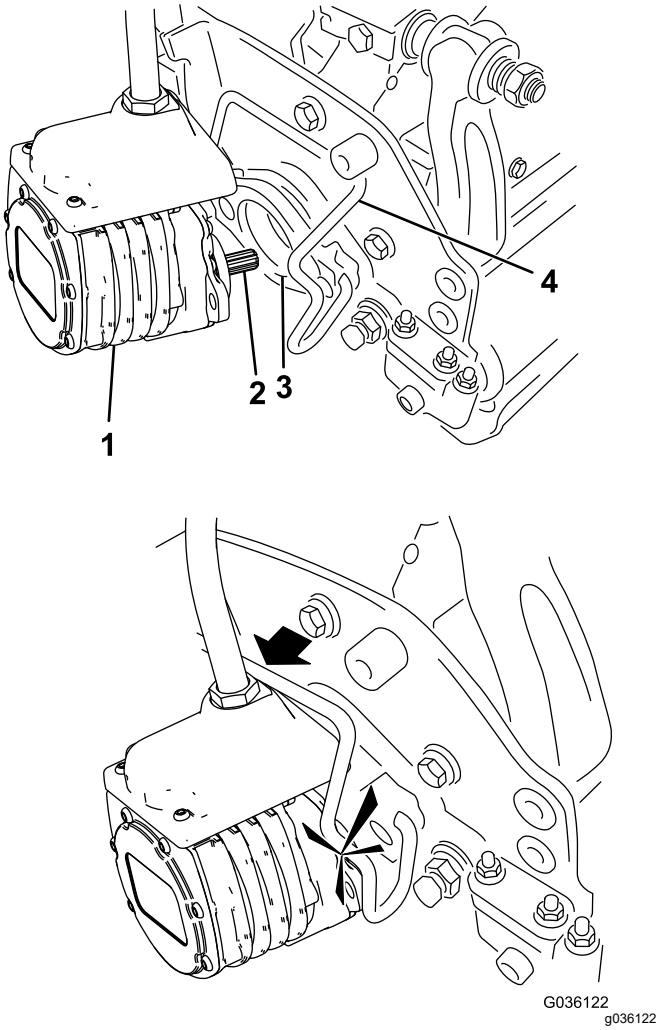

**Figura 56**
6. Spalmate del grasso pulito sull'albero scanalato del motore dell'apparato di taglio (Figura 56).
7. Inserite il motore nel lato sinistro dell'apparato di taglio (come mostrato dalla posizione dell'operatore) e tirate la barra di fissaggio del motore sull'apparato di taglio verso il motore stesso fino a udire chiaramente uno scatto da ambo i lati del motore (Figura 56).